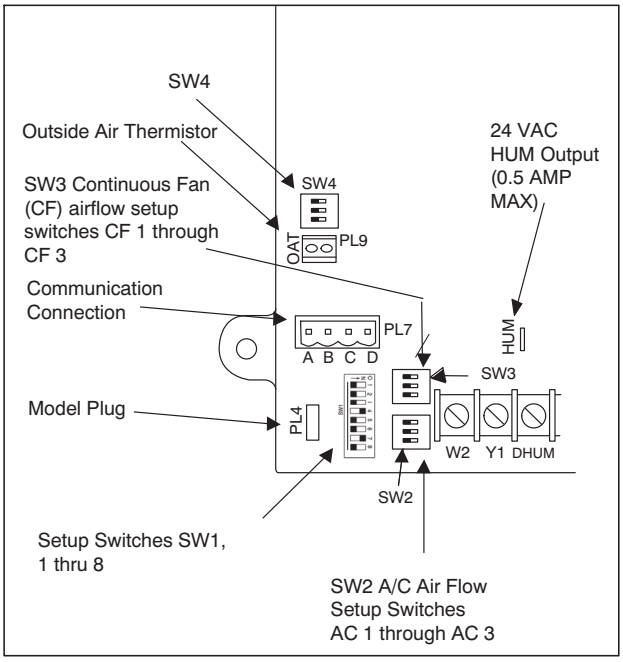

Fig. 42 - Furnace Control
5. Turn Setup Switch SW1-2 on furnace control ON (see Fig. 42).
7. Verify SW1-2 on furnace control is turned “ON”. See Fig. 42.